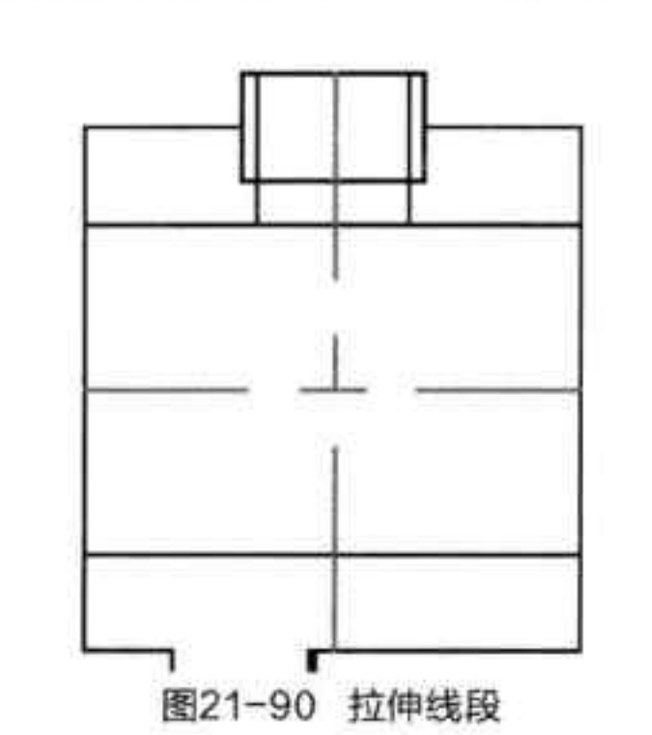

图21-90 拉伸线段
Step 11 选中偏移后的两条直线，拉伸底部的节点至合适的位置，如图 21-90 所示。